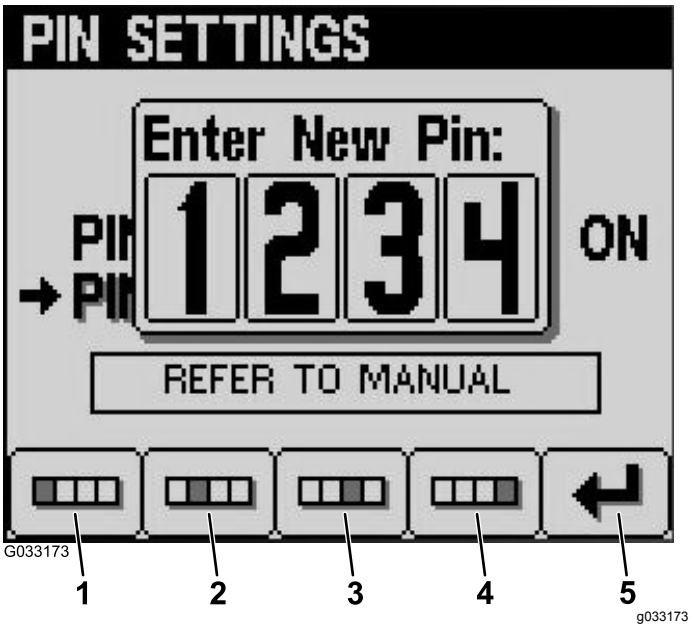

Figur 25
7. Ange din nya PIN-kod med knapparna 1–4 och tryck på knapp 5 när du har matat in den nya PIN-koden (Figur 25).